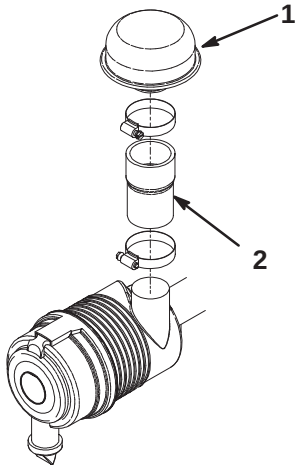

Figure 2
5. Remove air inlet hood from air cleaner (Fig. 2). Discard the short hose but retain the (2) hose clamps.